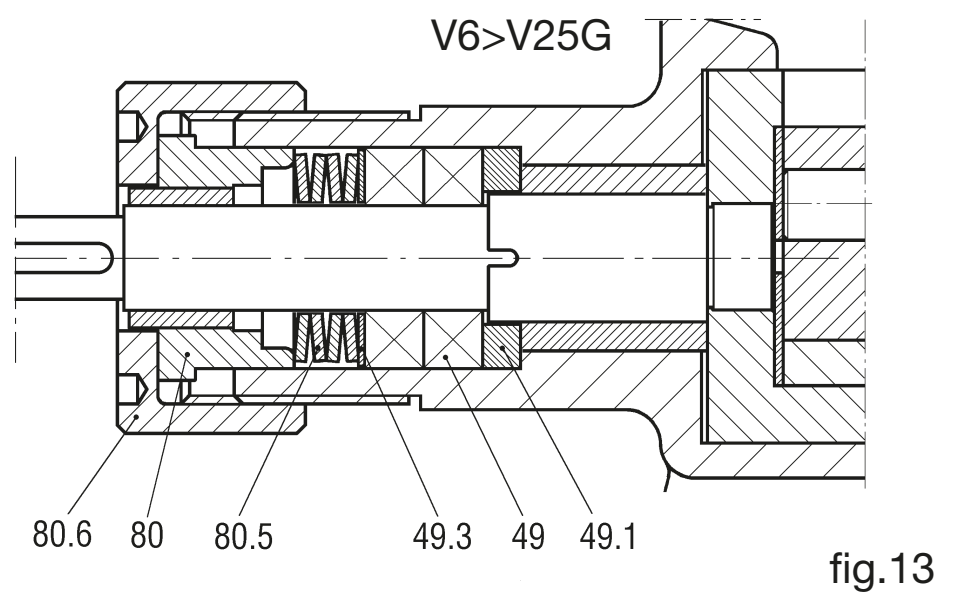

fig.13
- ☐ Rimuovere la chiavetta (42) della sua sede sull'albero (05).
- ☐ Allentare i grani di sicurezza (45).
- ☐ Rimuovere la ghiera copricuscinetto (14) e il distanziale (16).
- ☐ Per evitare che l'albero ruoti, bloccare il rotore (02).
- ☐ Forzare l'albero fuori dal cuscinetto, usando una pressa. Se non disponibile utilizzare un estrattore. Nell'eseguire quest'ultima operazione tenere presente che assieme all'albero si rimuoverà di conseguenza il rotore (02), la flangia-supporto (09) e il portatenuta (80).
- ☐ Svitare l'ingrassatore (60), rimuovere la ghiera (15) e utilizzando la pressa forzare il cuscinetto fuori dal supporto (08).
11.6 Rimozione della tenuta a baderna pompe in ghisa da V6 a V25 (fig. 13)